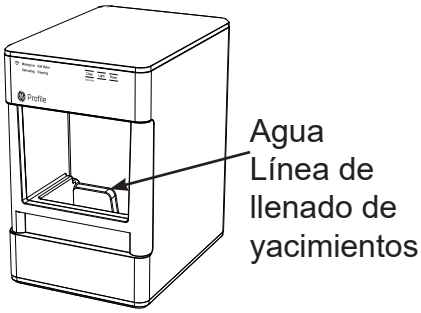

Figura 1
1. Cree una solución de cinco tazas de agua y una cantidad de blanqueador hogareño del tamaño de una cucharada de té. Retire el filtro de agua (de estar presente), y reemplace el mismo por la tapa de entrada con malla al depósito. Consulte la Figura 1.